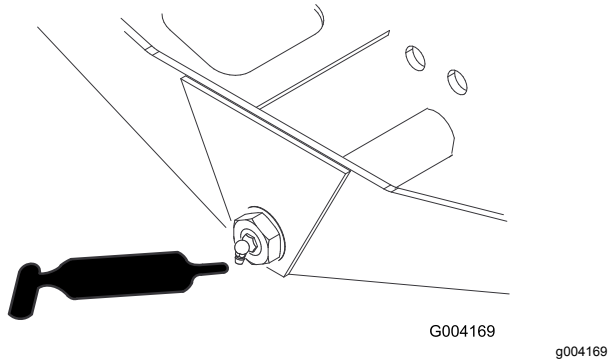

**Figur 69**
- Akselstyringsdreietapp (1) (Figur 69)